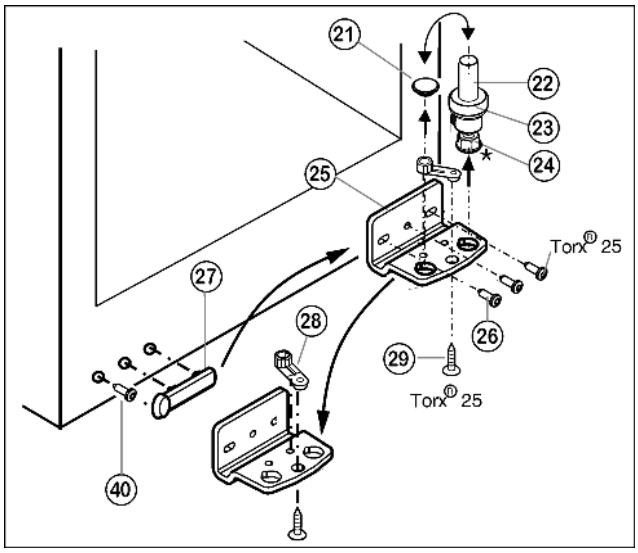

Fig. 5
- ▶ Trzpień zawiasu *Fig. 5 (22)* kompletny, z podkładką *Fig. 5 (23)* i nóżką* *Fig. 5 (24)*, wyciągnąć do góry.
- ▶ Unieść zatyczki *Fig. 5 (21)*.
- ▶ Odkręcić *Fig. 5 (25)* płytkę zawiasu *Fig. 5 (26)*.
- ▶ Odkręcić element zawiasu *Fig. 5 (28) Fig. 5 (29)*, przełożyć do przeciwległego otworu zawiasu i tam dokręcić.
- ▶ Osłonkę po stronie uchwytu *Fig. 5 (27)* ostrożnie zdjąć, wykręcić śrubę *Fig. 5 (40)* i oba elementy przełożyć na przeciwległą stronę.
- ▶ Przykręcić mocnopłytkę zawiasu *Fig. 5 (25)* na nowej stronie **(z siłą 4 Nm)**, w razie potrzeby za pomocą wkrętarki akumulatorowej.
- ▶ Zatyczki *Fig. 5 (21)* ponownie włożyć do innego otworu.
- ▶ Trzpień zawiasu *Fig. 5 (22)* kompletny, z podkładką i nóżką* włożyć ponownie. Przy tym zwrócić uwagę, by krzywka zatrzaskowa wskazywała do tyłu.
- ▶ Założyć drzwi od góry na dolny sworzeń zawiasu *Fig. 5 (22)*.
- ▶ Korzystając ew. z obu podłużnych otworów w dolnej płytce zawiasu *Fig. 5 (25)* ustawić drzwi w jednej linii z obudową urządzenia. W tym celu wykręcić środkową śrubę.